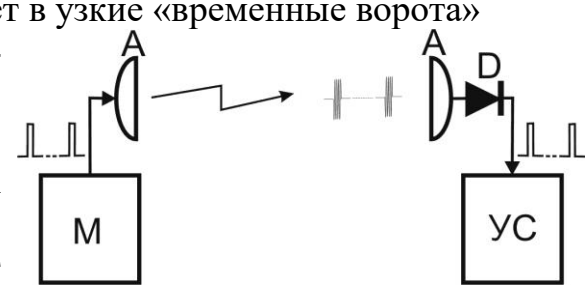
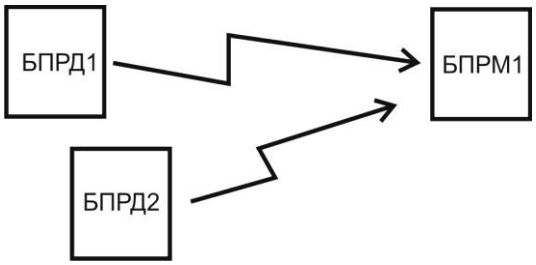

Рис. 6.6
Рис. 6.7
6.3.4.2 Антенна А БПРД, под управлением модулятора М, излучает в направлении антенны А БПРМ радиоимпульсы (см. рис. 6.6). Радиоимпульсы с выхода антенны А (БПРМ) поступают на детектор D, с выхода которого – на узел синхронизации УС. УС определяет их положение во времени и пропускает в узкие «временные ворота» для обработки и принятия решений. Идентификация «собственного» БПРД1 (рис.6.7) при«засветке чужим», рядом установленным, БПРД2 достигается выбором разных частотных литер БПРД1 и БПРД2, см п. 6.3.2.2.